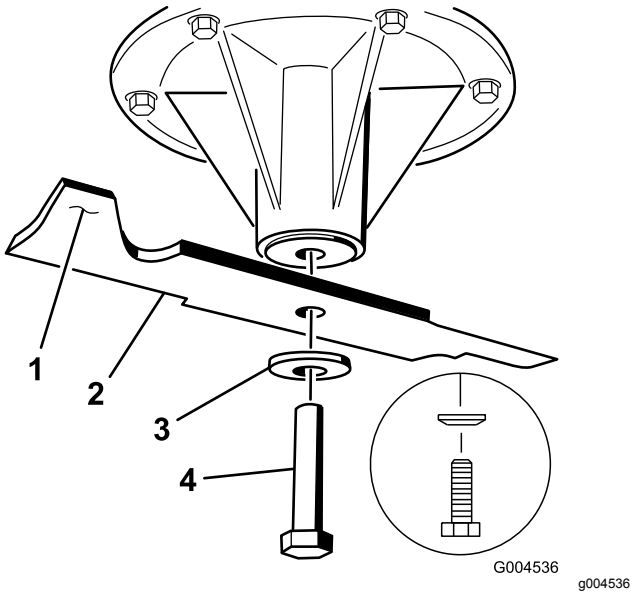

**Figuur 78**
2. Verwijder de mesbout, de klemring en het mes van de spilas (Figuur 78).
3. Als het mes niet in balans is, moet u wat metaal afvijlen van het uiteinde van de vleugel (Figuur 78).